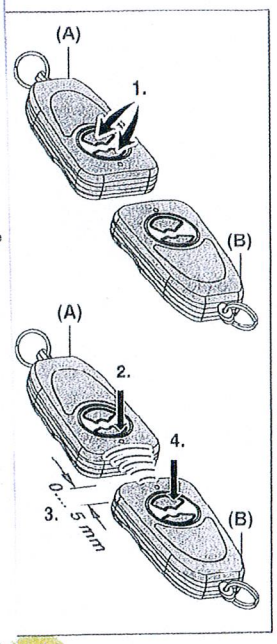

Fig. 3
4.3 Eine Tastenfunktion kopieren (Fig. 3)